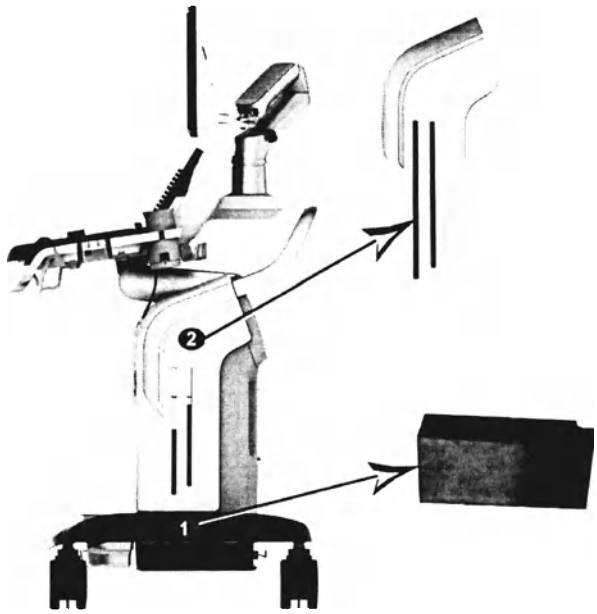

Рис. 12-3. Снятие правой панели корпуса системы
2. Снимите крышку, затем снимите правую панель корпуса системы. См. Рис. 12-3 *на стр. 12-25*.